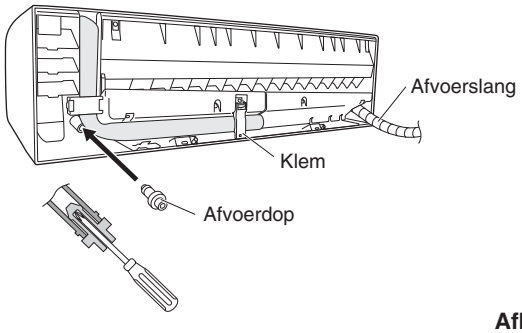

Afb. 3-30
(d) Bevestig de afvoerslang aan de linkerkant en de afvoerdop aan de rechterkant. (Afb. 3-30)
(3) Installeer de binnenunit aan het achterpaneel.
(4) Sluit de leidingen en de bedrading aan die van buiten komen.
(5) Nadat u een lekkagetest heeft uitgevoerd, moet u de leidingen samenbundelen met gewapend plakband, opbergen in de daarvoor bestemde ruimte achter in de binnenunit en vastzetten met klemmen. (Afb. 3-30 en 3-32)